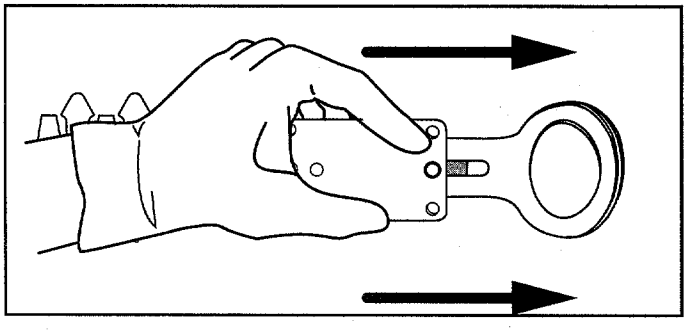

Fig. 13
1. Slide the blade plate all the way forward towards the yokes (Fig. 13). The red end of the bar should be covered by the blade plate.